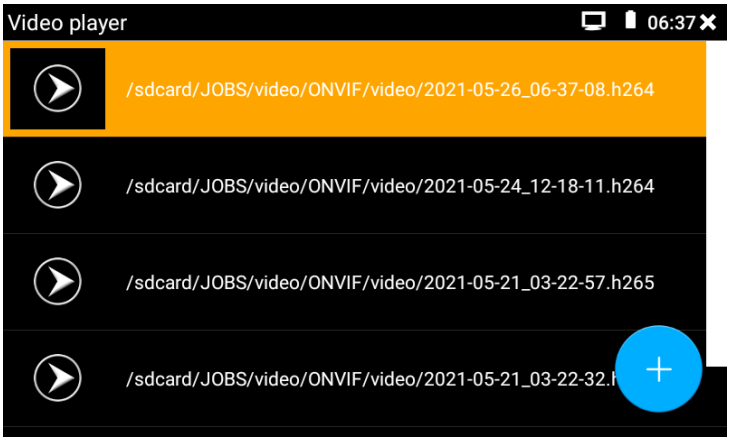

Рис. 80 Выбор файла с видеозаписью
- Нажмите иконку Воспроизведение (Playback), чтобы увидеть файлы с записанным ранее видео. Выберите и нажмите на том файле, который хотите просмотреть (рис. 80).